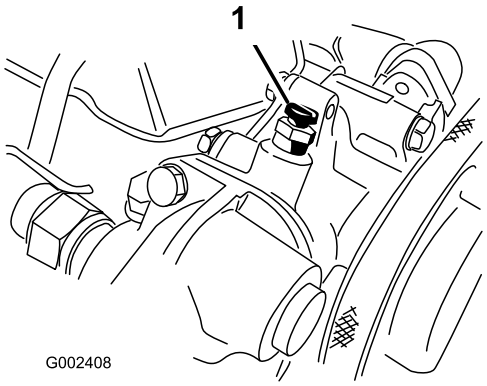

Figur 61
6. Åbn udluftningsskruen øverst på vandpumpen (Figur 61).